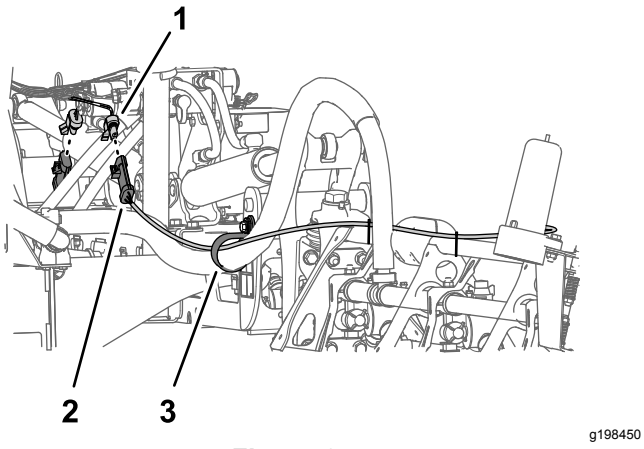

Figuur 24
1. Koppel de stekker met 3 pinnen van de kabelboom van de nivelleerset voor de ultrasone spuitbomen af van de connector met 3 contacten van de machinekabelboom (Figuur 24).